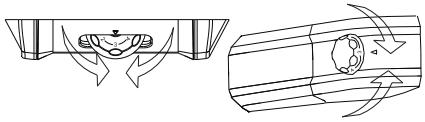

Fig.5
• La regolazione della temperatura, di entrambi i comparti, avviene ruotando la manopola del termostato (fig.5).